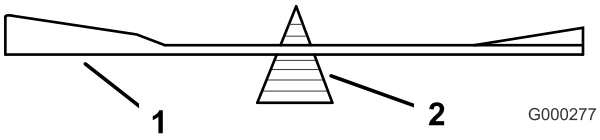
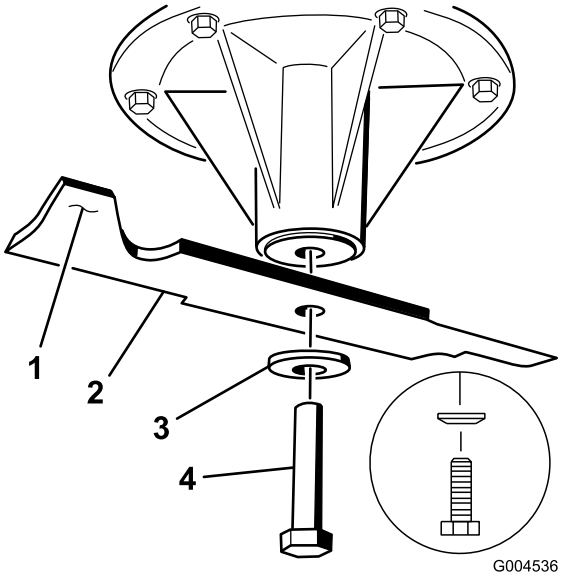

Figur 82
Figur 83
2. Ta bort knivbulten, fjäderbrickan och kniven från spindelaxeln (Figur 83).
2. Kontrollera knivens balans med en knivbalanserare (Figur 82). Om kniven stannar kvar i ett horisontellt läge är den i balans och kan användas. Om kniven inte är balanserad kan du fila bort lite metall från knivens segeldel (Figur 83). Upprepa proceduren tills kniven är balanserad.
1. Montera kniven på spindelaxeln (Figur 83).
2. Montera den böjda brickan och knivbulten. Den böjda brickans kon måste monteras mot bultens huvud (Figur 83). Dra åt knivbulten till ett moment på 115–149 Nm.